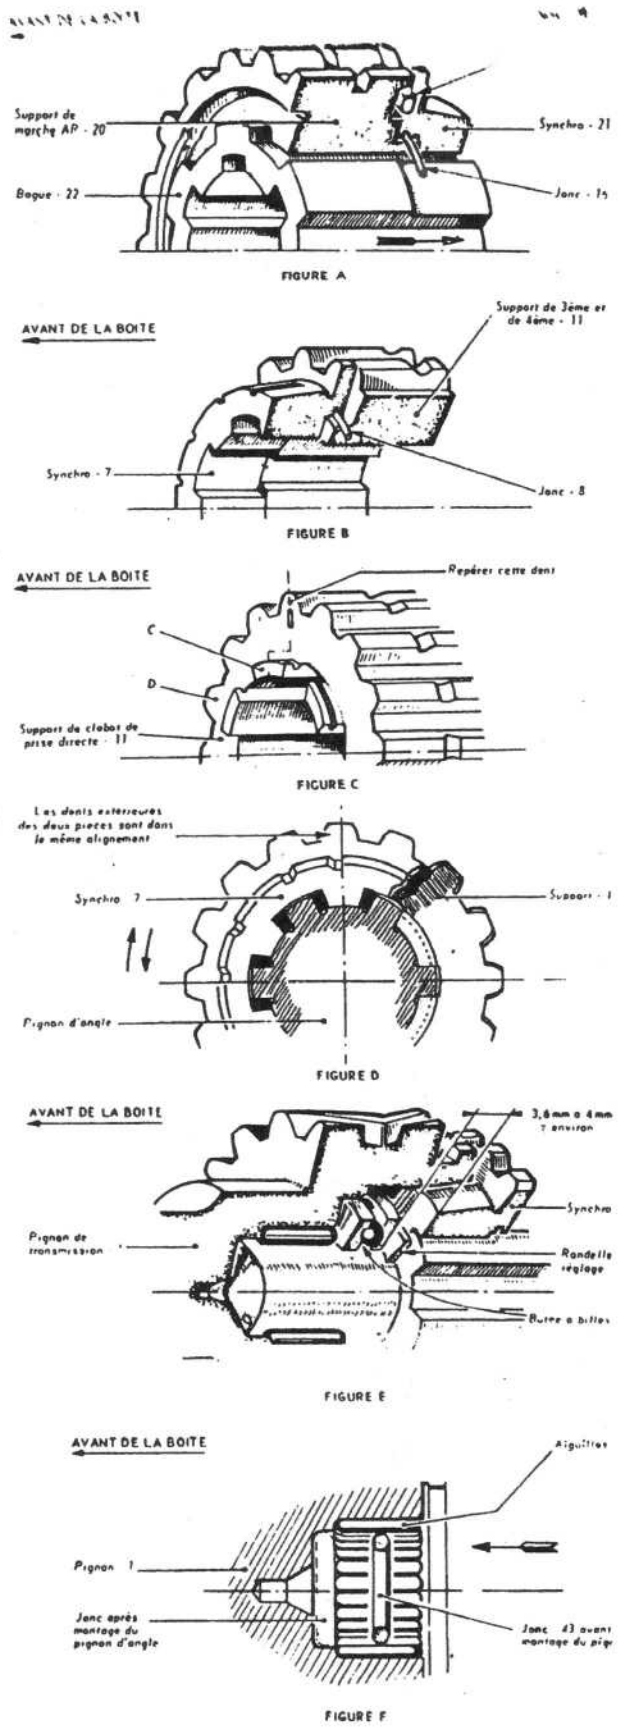

Fig. 48. — (A, B, C, D, E) *montage des synchros,* (F) *montage de la cartouche Nadella dans le pignon de transmission.*
SYNCHRO DE DEUXIEME VITESSE (fig. 48)
b) Après la mise en place du synchro et s'être assuré qu'il est bien engagé à fond, ajouter, s'il y a lieu, des rondelles de réglage (6) pour éviter que la partie conique du synchro (7) et celle du pignon de transmission (1) ne soient en friction (fig. 48 E).
Mettre en place les 26 aiguilles (4) dans le pignon (1) et les maintenir par le jonc (fig. 48 F).